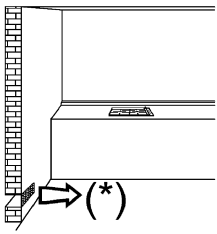
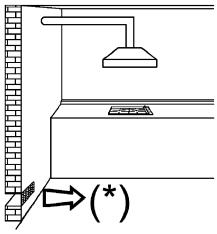
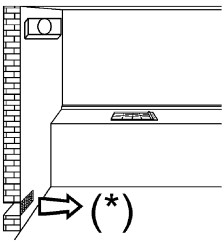

**AFB. 3**
**AFB. 4**
**AFB. 5**
***Het gebruik van een gaskooktoestel produceert warmte en vochtigheid in het vertrek waar het geïnstalleerd is. Het is daarom noodzakelijk een goede ventilatie van het lokaal te voorzien, door de natuurlijke ventilatie-openingen (afb. 3) vrij te houden en het mechanische ventilatieapparaat (afzuigkap of ventilator afb. 4 en afb.5) in te schakelen.***
Het is noodzakelijk dat het lokaal waar het toestel wordt geïnstalleerd voortdurend geventileerd is om een goede werking ervan te garanderen. De benodigde hoeveelheid lucht is de hoeveelheid die nodig is voor de juiste verbranding van het gas en voor de ventilatie van het vertrek, met een volume van minstens 20 $m^3$. De natuurlijke luchttoevoer rechtstreeks te geschieden door permanente openingen in de wanden van het vertrek naar buiten, met een minimum doorsnede van 100 $cm^2$ (zie afb. 3). Deze openingen moet zodanig worden uitgevoerd dat ze niet kunnen worden verstopt.
De gaskooktoestellen moeten altijd de verbrandingsproducten afvoeren door wasemkappen die zijn aangesloten op schoorstenen, rookpijpen of rechtstreeks naar buiten (zie afb. 4). Indien het niet mogelijk is een wasemkap te gebruiken is ook het gebruik van een ventilator toegestaan, die geïnstalleerd is in een venster of een wand naar buiten, en die tegelijkertijd met het toestel ingeschakeld moet worden (zie afb. 5), op voorwaarde dat de bepalingen betreffende de ventilatie die zijn opgesomd in de normen strikt worden nageleefd.